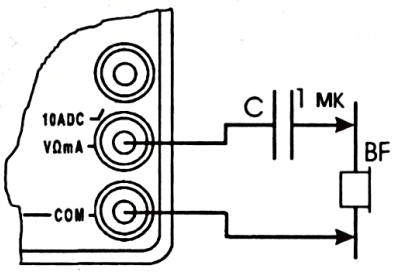

Рис. 7
1. Подключите черный провод (щуп) к разъему «COM» (нижнее гнездо), а красный к разъему «VΩmA» (среднее гнездо) (рис. 7, 8).
1. Соберите цепь по рис. 7, где сигнал генератора импульсов через разделительный конденсатор С подается на телефонный капсюль BF. При этом в капсюле слышен звуковой сигнал определенной частоты.